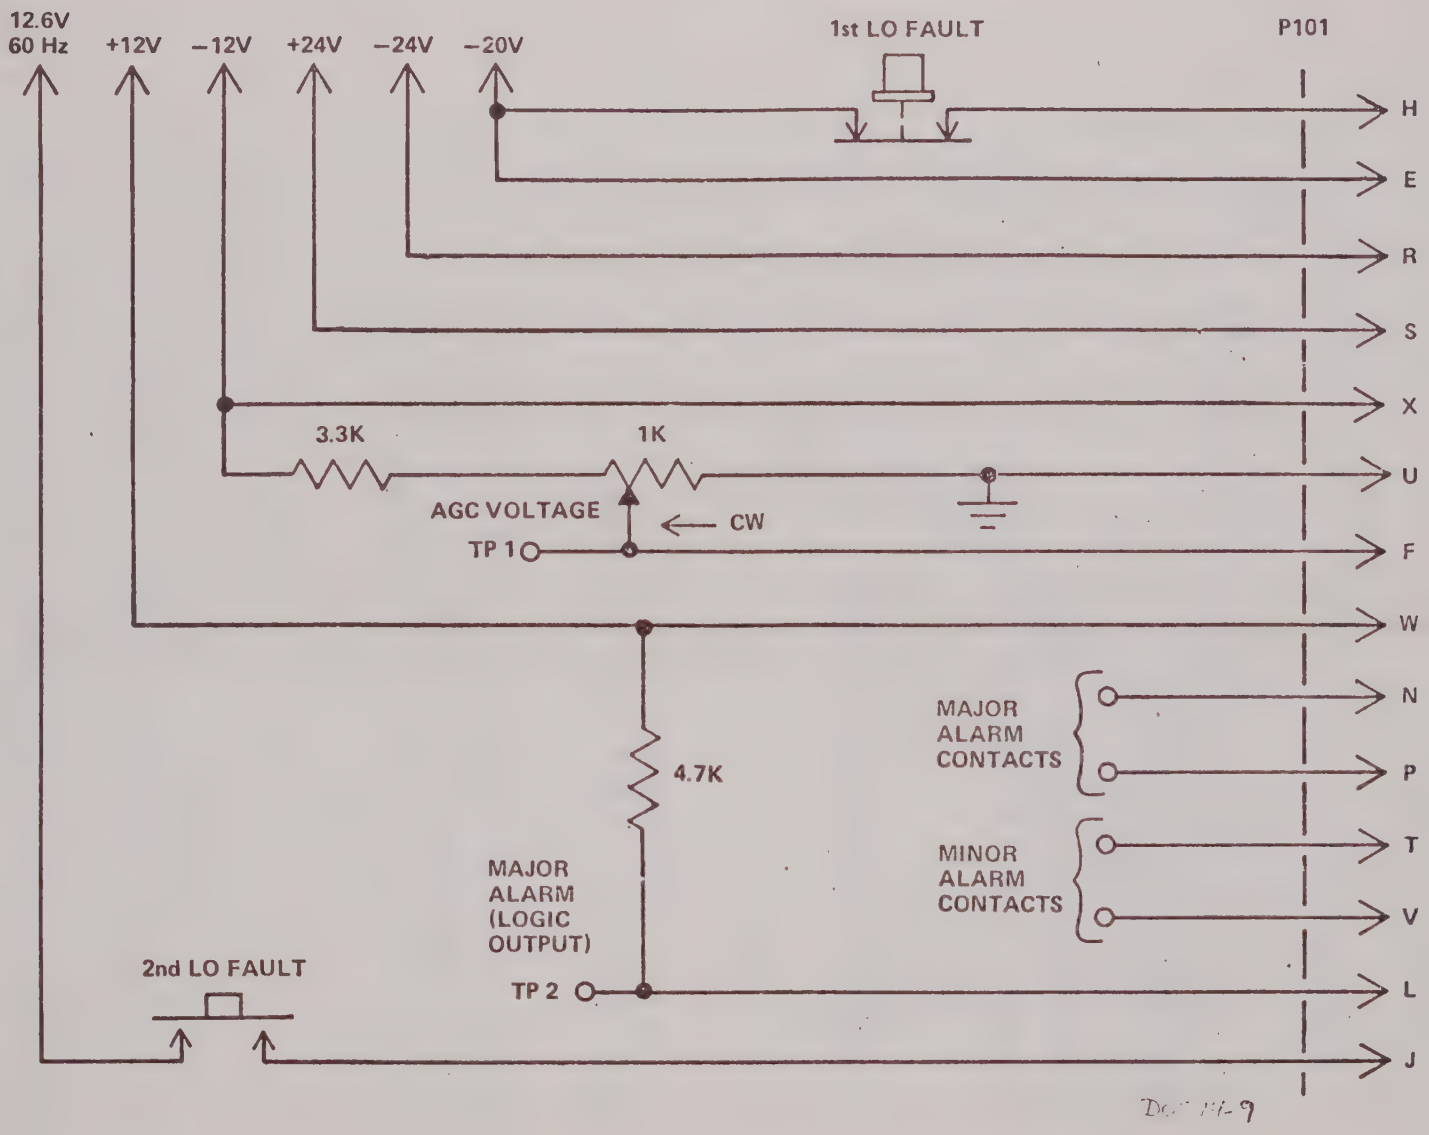

Figure 1. Test Fixture, Receiver Alarm Module
a. Test fixture or test wiring harness (see figure 1) with power supplies to provide simultaneous voltages of ±12V, ±24V, -20V, and 12.6V, 60 Hz.
a. Adjust the test fixture AGC VOLTAGE pot CCW for a voltage of -1.0V dc at TP1 (figure 1).
b. The voltage at test fixture TP2 (figure 1) should be +12±0.5V dc.